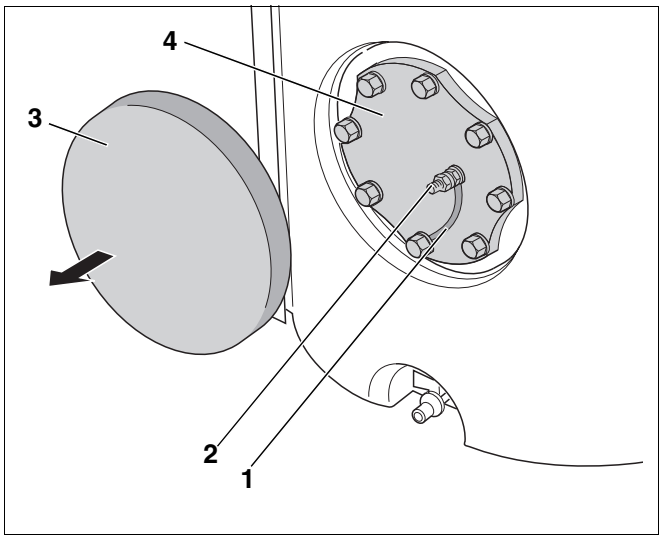

Rys. 11 Sprawdzanie anody magnezowej
- Zdjąć krążek termoizolacyjny (rys. 11, **poz. 3**) przed pokrywą otworu wyczystkowego (rys. 11, **poz. 4**).
- Sprawdzić, czy kabel uziemiający (rys. 11, **poz. 1**) anody magnezowej (rys. 11, **poz. 2**) jest przyłączony.